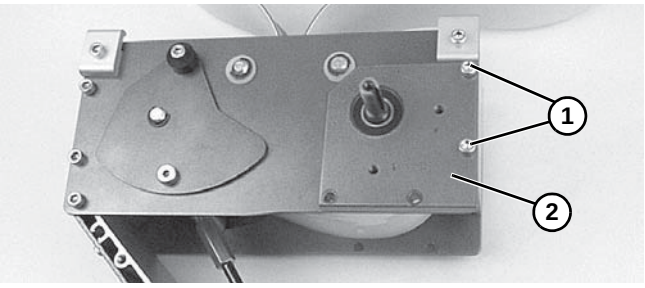
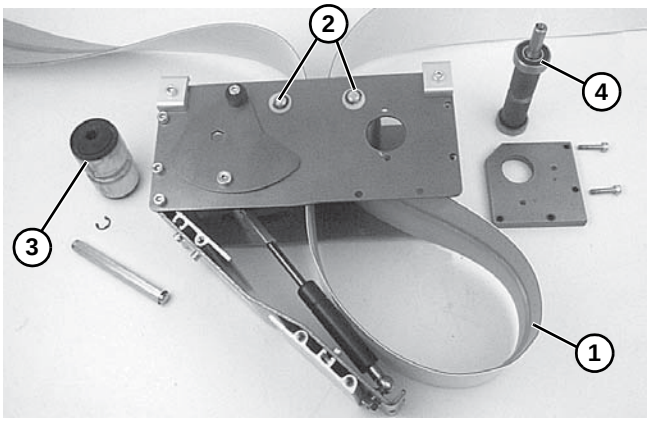

Figure 27
Figure 33
1. Remove drive plate screws **(Figure 27, item 1)**. Remove the tension drive plate **(Figure 27, item 2)**.
2. Place loop of belt **(Figure 33, item 1)** into the drive module between top idler pulleys **(Figure 33, item 2)**.
3. Place grooved idler pulley **(Figure 33, item 3)** into the belt loop and install it in the drive module. Refer to "Belt Removal from Drive Module" on page 14 and reverse step 3.
4. Place drive pulley **(Figure 33, item 4)** into the belt loop and install it in the drive module. Refer to "Belt Removal from Drive Module" on page 14 and reverse steps 1 and 2. Tighten screws **(Figure 27, item 1)** to 80 in-lb (9 Nm).